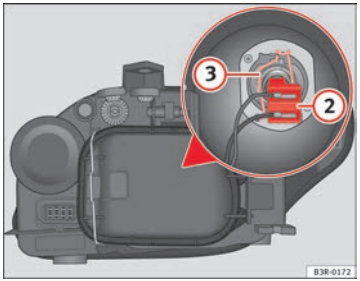

Fig. 211 Dipped headlights
- Pull the connector ⇒ fig. 211 (2) from the bulb.
- Unclip the retainer spring ⇒ fig. 211 (3) pressing inwards to the right.